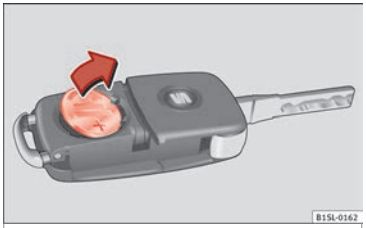

Fig. 31 Vehicle key: removing the battery
- Extract the battery from the compartment using a suitable thin object ››› Fig. 31.
- Place the new battery in the compartment, pressing in the direction of the arrow as shown ››› Fig. 31 ››› ❗.